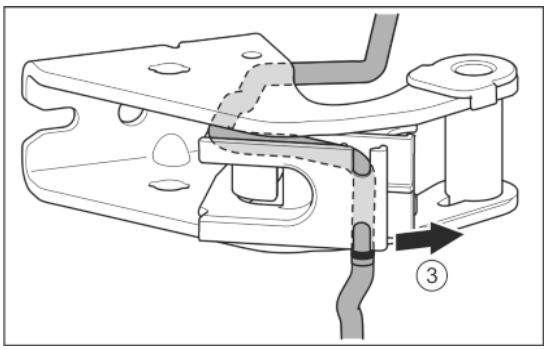

Fig. 25
▶ Remove the cable from the guide. *Fig. 25 (3)*